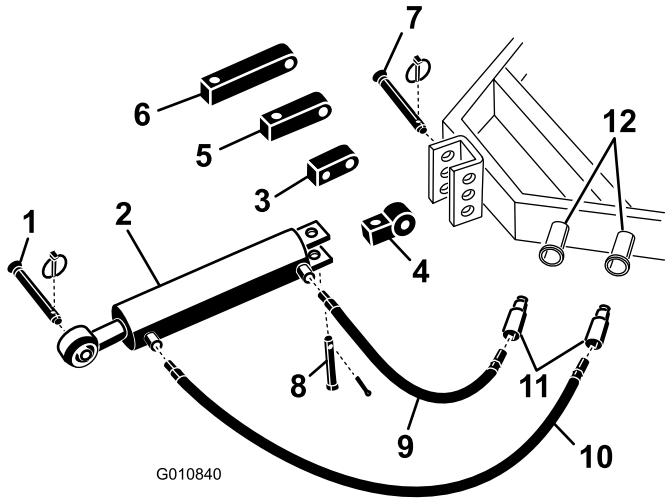

**Figur 5**
1. Fest enden av koblingsleddet til det hydrauliske toppleddet til traktoren, ved hjelp av tappene som følger med (Figur 5). Still inn det hydrauliske toppleddet, slik at stangenden peker mot luftemaskinen. Sylinderportene skal være rettet mot traktorens hydrauliske kraft.
**Merk:** Hvis den hydrauliske sylinderen må plasseres med portene vendt oppover, bruker du omdreiningsblokken istedenfor standard monteringsblokk for å stille inn sylinderen på nytt (Figur 5). En 90-graders hydraulikkoblingen kan brukes istedenfor omdreiningsblokken (festene medfølger ikke).
A. Fjern splinten og tappen som fester standard tilkoblingsleddet til sylinderen (Figur 5). Fjern tilkoblingsleddet fra sylinderen.
B. Fest omdreiningsblokken til sylinderen ved hjelp av tappene du allerede har fjernet (Figur 5).
2. Koble den 107 cm lange hydraulikkslangen til porten på det hydrauliske toppleddet som er nærmest luftemaskinen Figur 5. Påfør teflontape eller forseglingsmiddel for rørgjenger på slangegjengene for å hindre lekkasje.
3. Koble den 75 cm lange hydraulikkslangen til porten på det hydrauliske toppleddet som er nærmest traktoren (Figur 5). Påfør teflontape eller forseglingsmiddel for rørgjenger på slangegjengene for å hindre lekkasje.
Hvis hydraulikksylinderen ikke når frem til monteringsbraketten på luftemaskinen, erstatter du standard monteringsblokken med en forlengelsesblokk når du kobler sylinderen til traktoren (Figur 5).
B. Monter påkrevd forlengelsesblokk til sylinderen ved hjelp av tappene du allerede har fjernet (Figur 5).